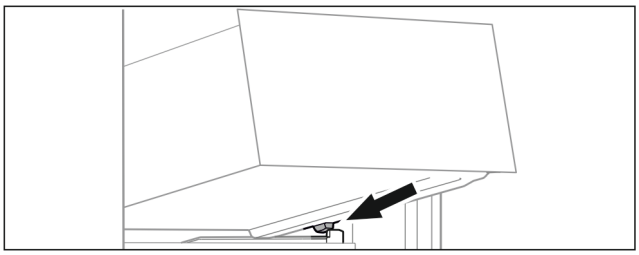

Fig. 108
▶ Schubfach schräg hinter den Stoppern auf Behälterrippe aufsetzen. (siehe Fig. 108)